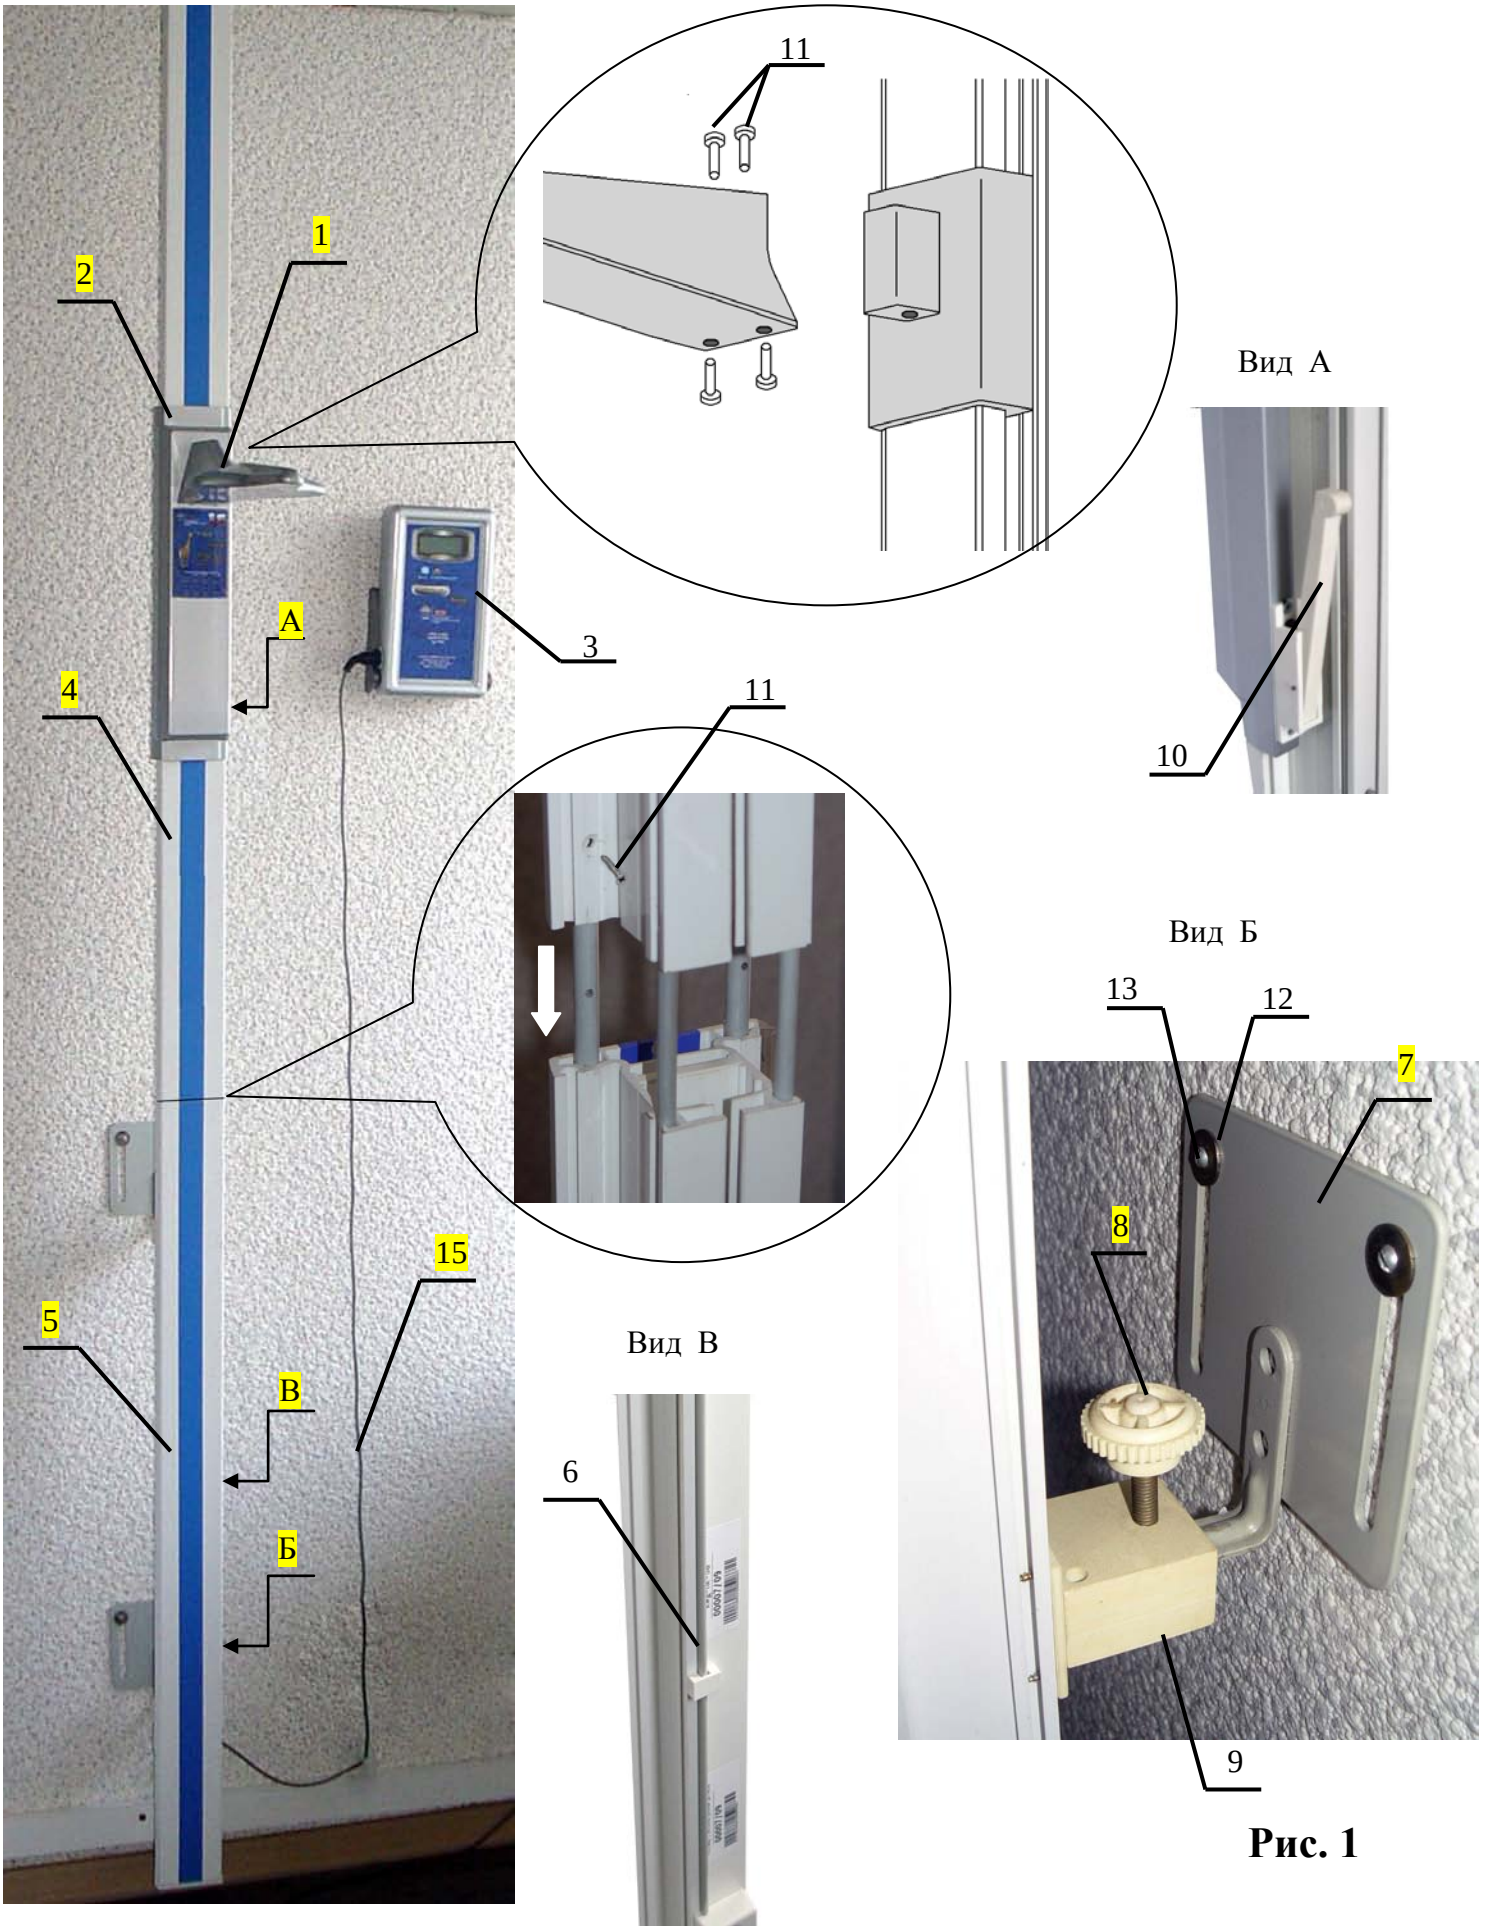

Рис. 1
2.2.3 Вставьте кронштейн 7 в кронштейн штанги ростомера 9 и зафиксируйте фиксатором 8, как показано на рис.1 вид Б, тоже самое проделайте со вторым кронштейном. Установите мерную планку 1 на кронштейн ползуна 2 и закрепите её четырьмя винтами 11. Опустите в крайнее нижнее положение ползун 2. Приложите нижнюю штангу ростомера 5 к поверхности крепления таким образом, чтобы нижняя штанга 5 была строго вертикально, а расстояние от нижней плоскости мерной планки 1 до плоскости пола (или коврика – если с ним предусматривается постоянная эксплуатация) составляло 0,800 м. (для выполнения данной операции рекомендуется использовать шаблон 6 из комплекта поставки).